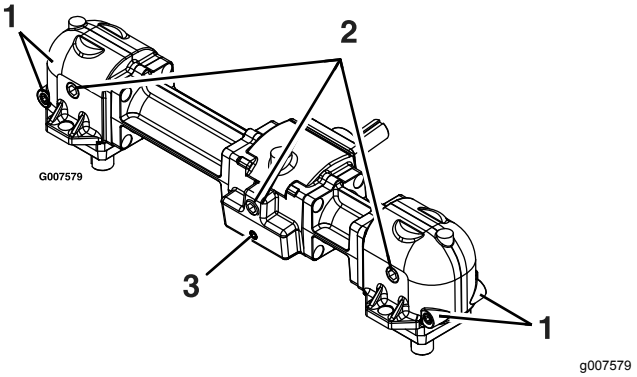

Figur 35
3. Skruv (3)
6. Ta bort den stora oljepluggen på framsidan av alla tre växellådesektioner och tappa ut oljan (Figur 35).